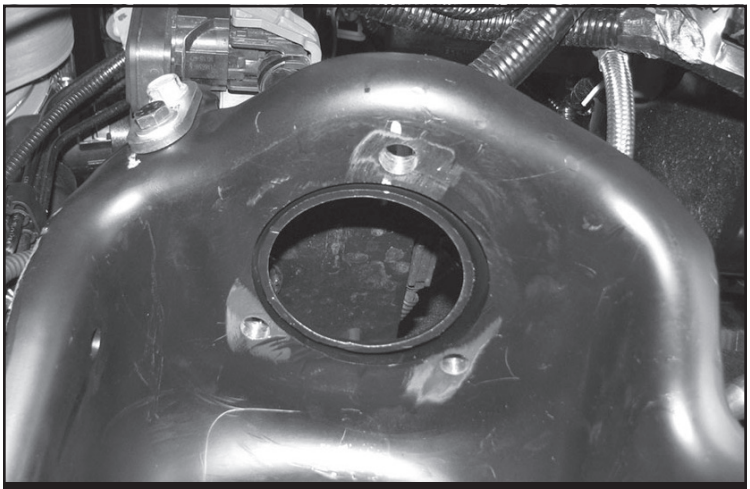

FIGURE 9 - STEP 12
12. Using a drill and a 1/2” drill bit. Drill the 3 holes that were previously marked in step 9. Paint all bare areas. **SEE FIGURE 9**